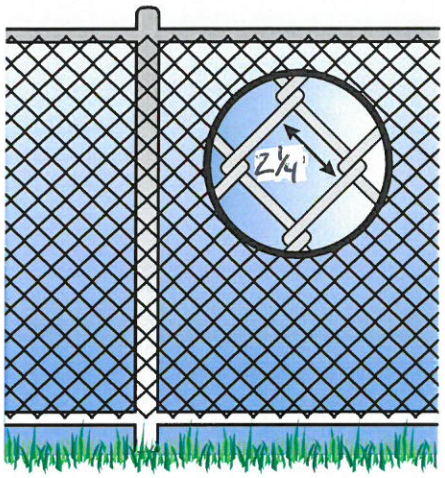

Figure 5
8. **Maximum mesh size for chain link fences** shall not exceed 2¼ inch square unless the fence is provided with slats fastened at the top or the bottom which reduce the openings to no more than 1¾ inches (figures 5 and 6).